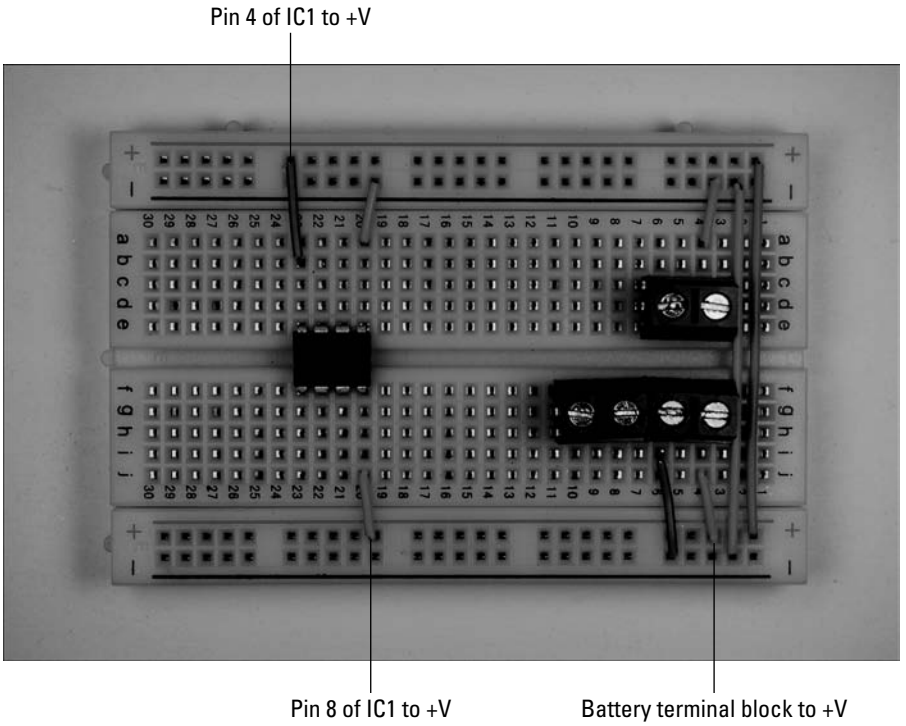

Figure 9-9: Connect components to the +V bus.
3. **Insert wires to connect the IC and the terminal block for the battery to the +V bus, as shown in Figure 9-9.**